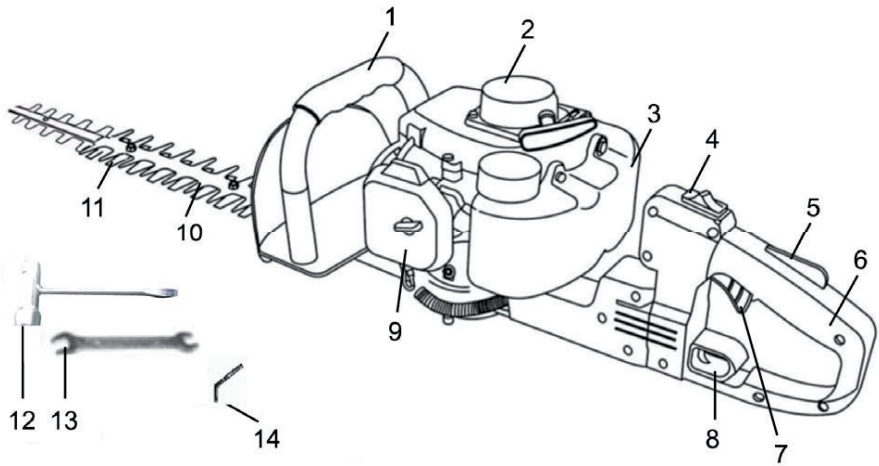

Rys. 1
**OPIS MASZYNY (POR. RYS. 1)**